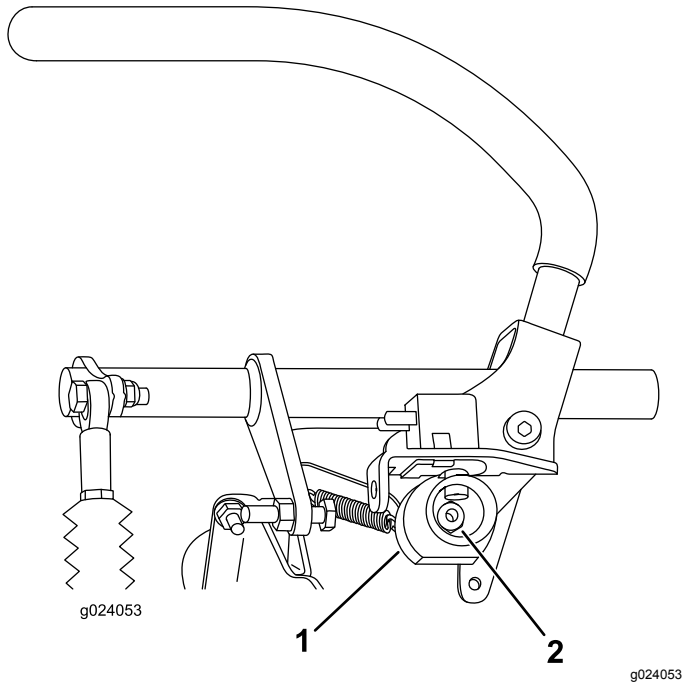

Figuur 68
6. Draai de moer los waarmee de nok is bevestigd (Figuur 68).